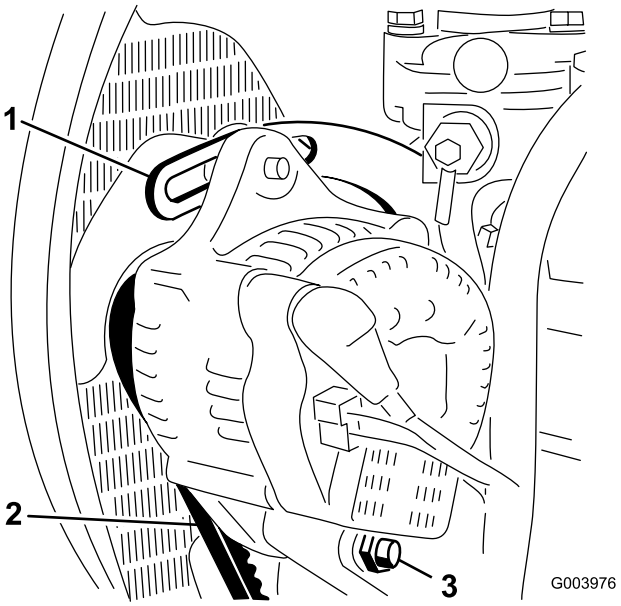

Figur 71
2. Kontrollera generatorremmens spänning genom att trycka ned remmen (Figur 71) mittemellan generatorn och vevaxelskivorna med en kraft på 10 kg.
3. Lossa den bult som håller fast staget på motorn (Figur 71), den bult som håller fast generatorn på staget samt axelbulten.